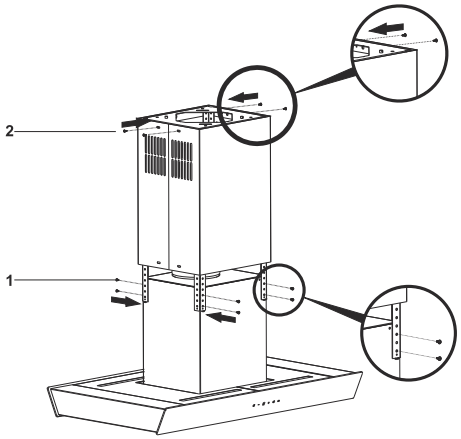

Abb. 45: Schacht befestigen
2. Ziehen Sie den Innenschacht nach oben und befestigen Sie ihn mit je 2 Schrauben seitlich an der Deckenmontageplatte. (Abb. 45/2).
3. Fixieren Sie den Außenschacht unten an den 4 Winkelschienen auf dem Motorbox mit je 1 Schraube (Abb. 45/1).